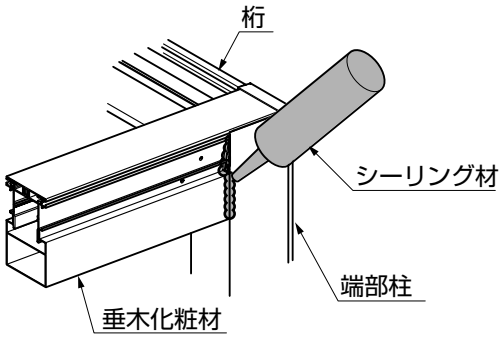

図15-4
①垂木化粧材を垂木、妻垂木に、【15-1】、【16-1】で取付けてください。
②妻垂木、垂木化粧材と端部柱の接合部を、シーリングしてください。（図15-4参照）
- ●指定の箇所には、必ずシーリングをしてください。（図15-4参照）